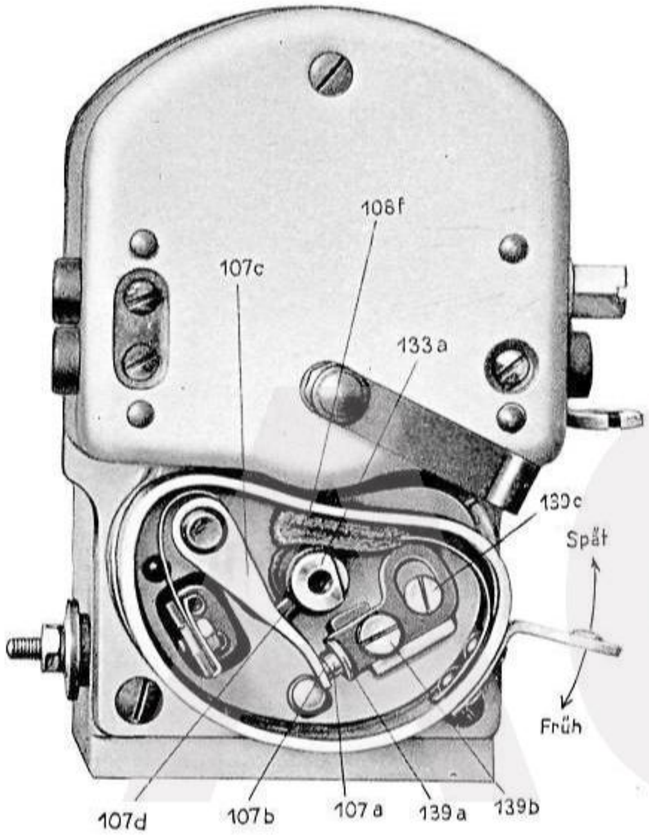

Abb. 29 Unterbrecher des Lichtbatteriezünders
f) Licht- bzw. Magnetzünder: Beim Einsetzen des Lichtbatterie- bzw. Lichtmagnetzünders wird dieser nach Abnahme des Unterbrecherdeckels (Abb. 29 und 30) zuerst auf Frühzündung eingestellt, wobei der rechts angeordnete Verstellhebel nach unten gerichtet sein muß. Man stelle dann den Unterbrecher so, daß er gerade im Begriffe ist, abzureißen, d. h. der Kontaktstift des Unterbrecherhebels **107 b** (Abb. 29 und 30) muß sich eben von dem festen Kontaktstift **107 a** trennen. Die Einstellung geschieht dann folgendermaßen:
Während der Unterbrechung, d. h. wenn das Isolierstück **107d** (Abb. 29) des Unterbrecherhebels **107c** auf den Stahlnocken **133a** aufläuft, müssen die Kontakte **107a** und **107b** des Unterbrechers 0,4 bis 0,5 mm voneinander entfernt sein. Dieser Abstand kann durch Nachstellen des Kontaktböckchens **139a** geregelt werden. Zu diesem Zwecke wird die Klemmschraube **139b**, die das Kontaktböckchen hält, gelöst und der richtige Abstand mit Hilfe der Exzenterschraube **139c** eingestellt. Die Klemmschraube **139b** wird dann wieder festgeschraubt. Wird dies unterlassen, dann sind Zündstörungen die Folge.